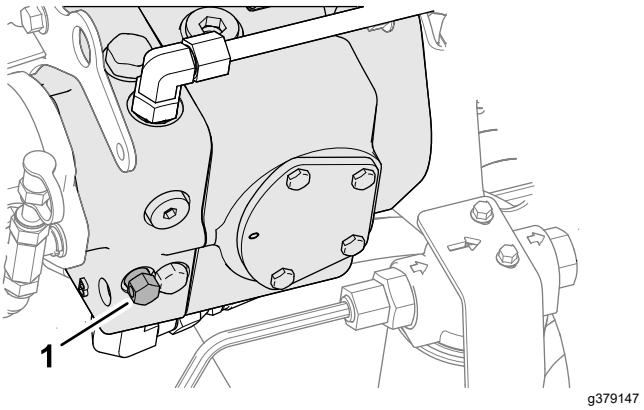

Figur 58
3. På pumpen med den variabla slagvolymen ska du vrida bulten till överströmningsventilen 1,5 varv för att öppna den och låta olja avledas internt (Figur 58).